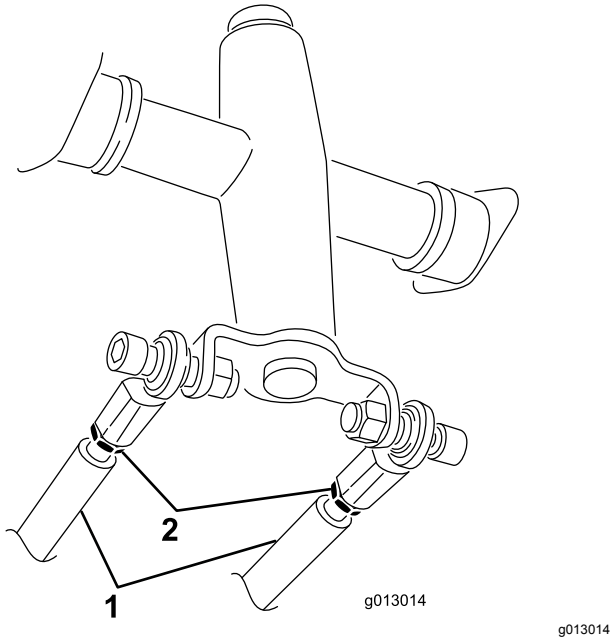

**Figur 56**
3. Lossa kontramuttrarna på drivstängerna, under reglagepanelen (Figur 56).